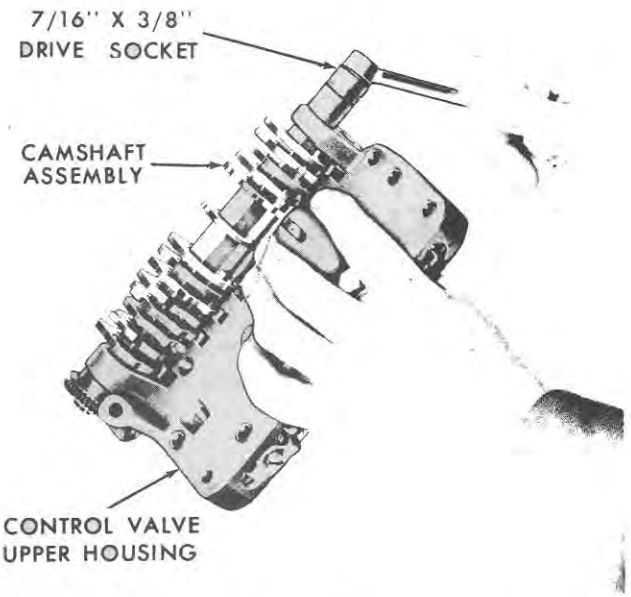

Figure 103
7. To remove the trunnion from the left end of the camshaft, insert a ¼"—20 x 1⅛" coarse thread, heat-treated bolt supported by a 7/16" x ⅜" drive, socket, and flat washer, and withdraw the trunnion from the shaft, as shown in Figure 103.